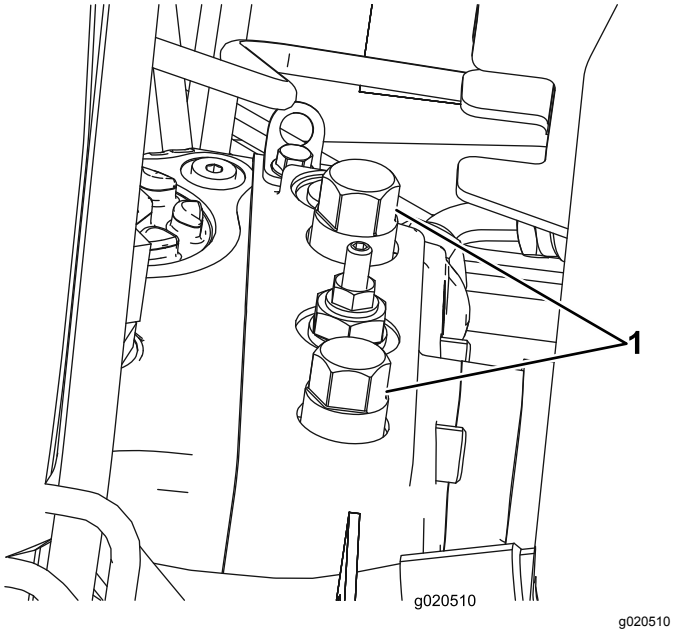

Figur 44
1. Öppna huven och leta upp överströmningsventilerna (Figur 44) högst upp på pumpen, bakom batteriet/förvaringslådorna.